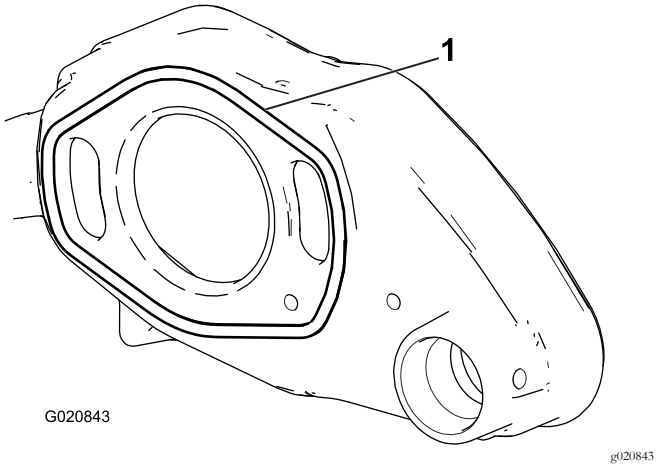

Figur 5
1. Monter den nye O-ringen på baksiden av trimsatshuset, og smør de eksponerte overflatene på O-ringen lett med syntetisk smørefett (Figur 5).